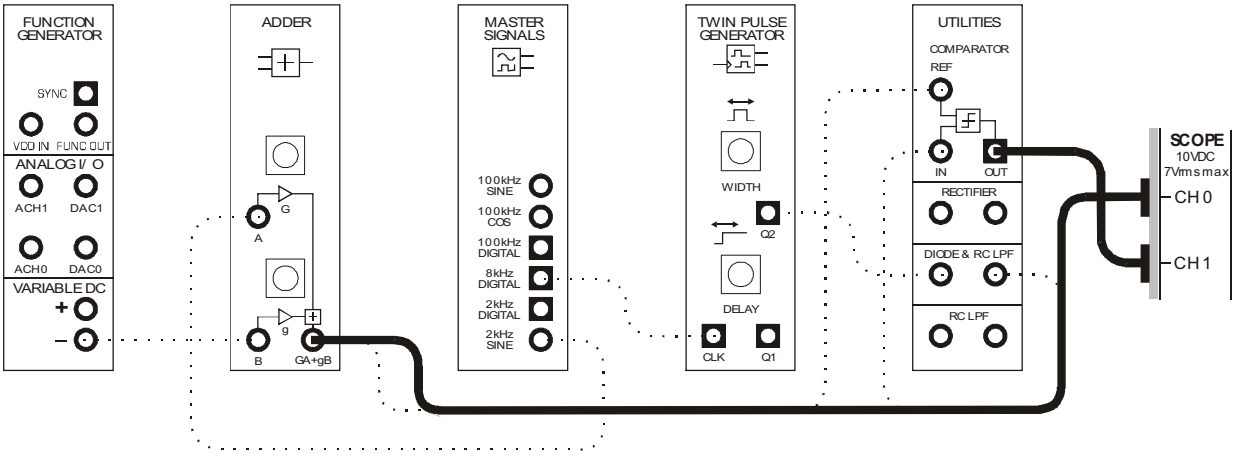

Figure 12
32. Modify the set-up as shown in Figure 12 below.